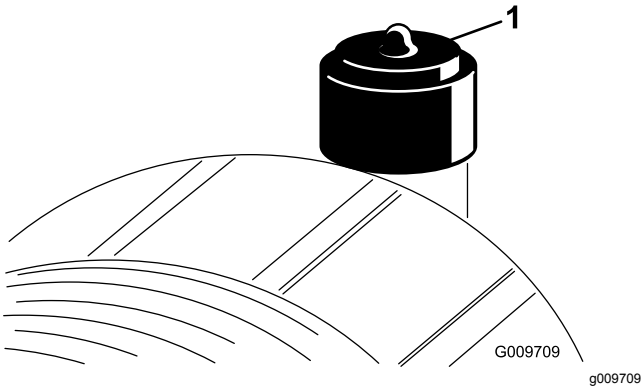

Figur 44
- Byt ut luftrenarinsatsen när luftrenarindikatorn (Figur 44) är röd. Rengör inte luftfilterinsatsen för noga.